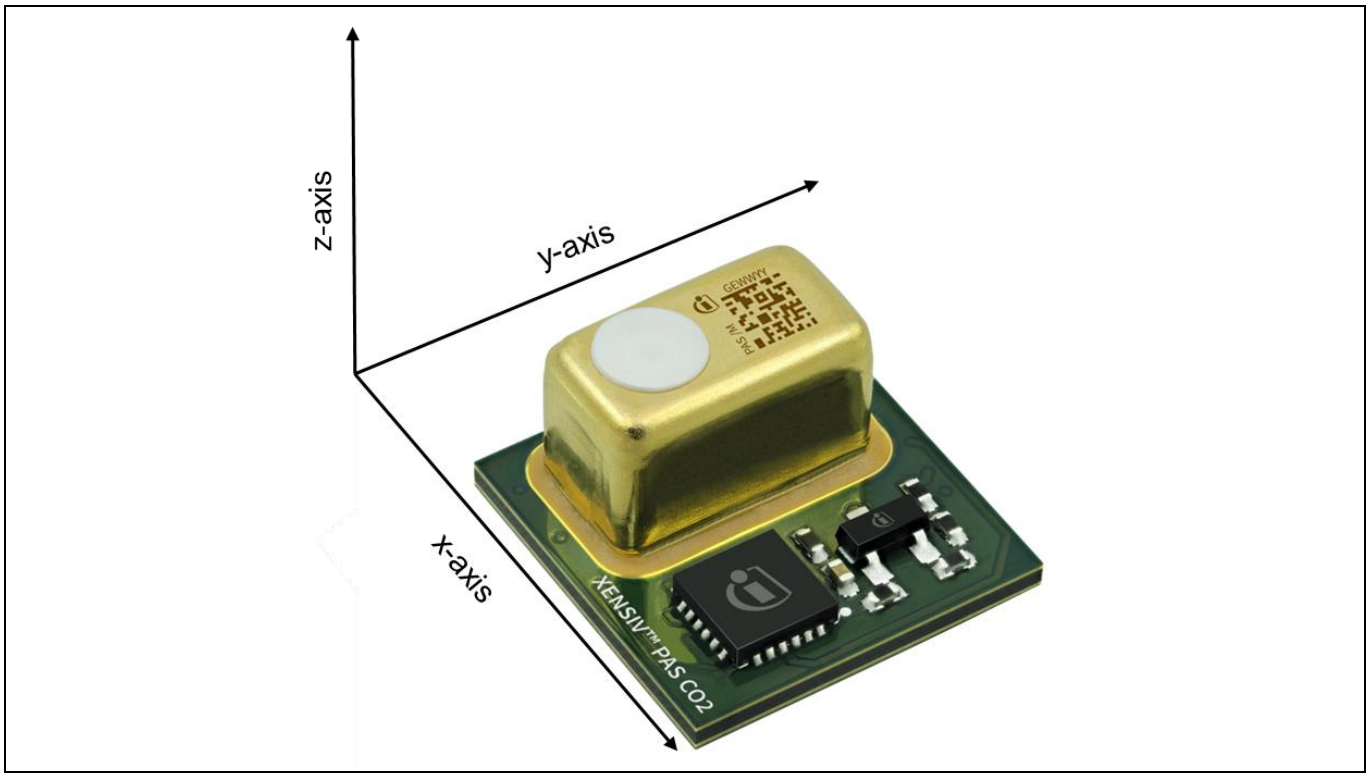

Figure 4 The sensor should be placed in the x-direction of the vibration source
- **Isolation from vibration:** The detector of the PAS technology is a MEMS microphone, which quantifies small pressure changes within the gas cavity. Low-frequency vibrations may create a similar pressure change, and the sensor may consider this small pressure change as the real CO2 concentration change. Therefore, it is recommended to ensure that the sensor remains isolated from a direct vibration source. However, if it will not be possible to ensure vibration isolation, it is recommended to identify the vibration source first and position the sensor in such a way that the vibration comes from the x-direction of the sensor, as shown in Figure 4. Additionally, during continuous mode and fast sampling rate operation it is